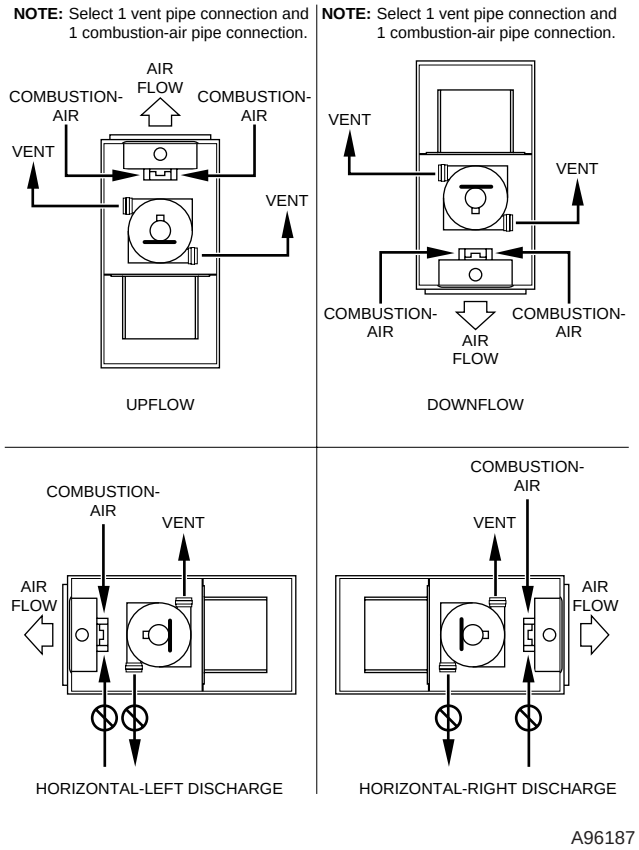

Fig. 33—Combustion-Air and Vent Pipe Connections
Furnace combustion-air and vent pipe connections must be attached as shown in Fig. 33. Combustion-air intake plug fitting and inducer housing alternate vent cap may need to be relocated in some applications.
a. Determine location of combustion-air intake pipe connection to combustion-air intake housing as shown in Fig. 33 for application.
a. Determine location of vent pipe connection to inducer housing as shown in Fig. 33 for application.